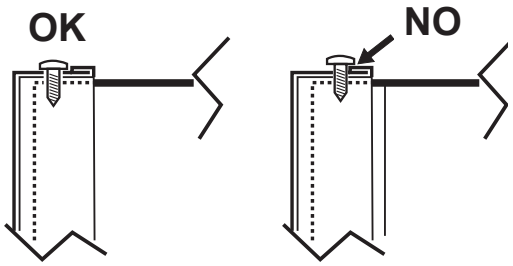

fig. 16 - montaje con tornillos inferiores
3. Proceder en orden inverso para volver a montar el panel delantero. Asegúrese de que esté fijado correctamente en el panel superior y totalmente apoyado en los paneles laterales. La cabeza del tornillo “A”, una vez apretada debe colocarse tal y como indicado en "fig. 16 - montaje con tornillos inferiores").